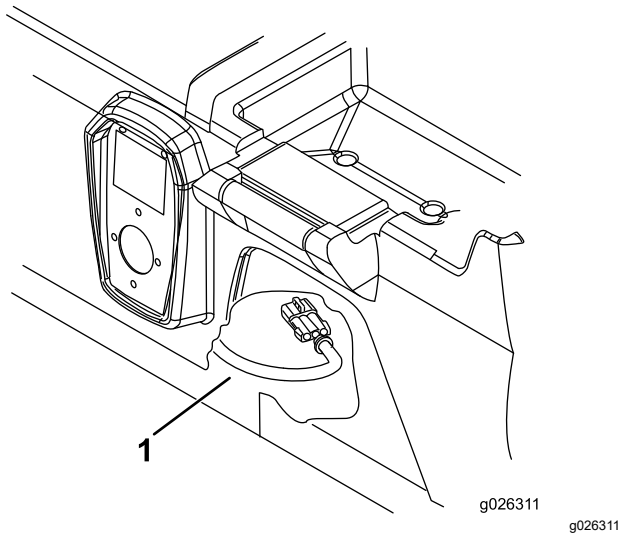

Figur 3
1. Ræk ind under sædesoklen, og frakobl opladerens ledningsnetstik (Figur 3).